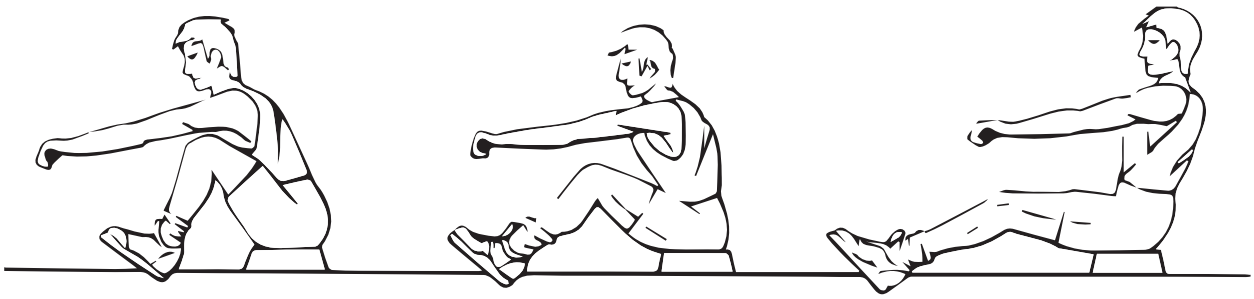

Fig. 7 Fig. 8 Fig. 9
- Con la schiena dritta e le braccia tese, piegare le gambe fino a raggiungere il manubrio (Fig. 7.).